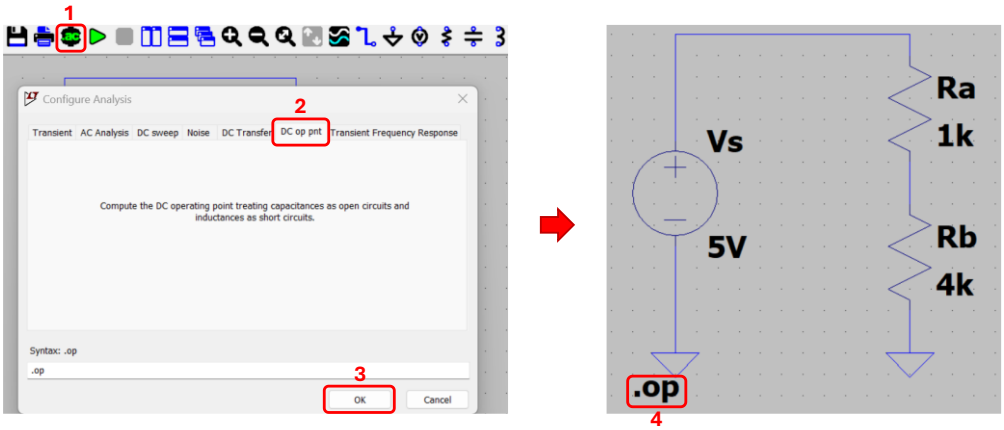

Figura 11. Configuración del análisis DC operating point
Un primer tipo de análisis de circuitos es el denominado *DC Operating Point* o punto de operación DC, el cual consiste en calcular los voltajes en los nodos y las corrientes en los componentes para el circuito dado, cuando se tienen fuentes con voltajes o corrientes constantes. Para configurar este tipo de análisis, de un click en el botón **'Configure Analysis (A)'** o presione la tecla **'A'**. A continuación, en la ventana que aparece, seleccione la pestaña **'DC op pnt'** y luego de un click en **'ok'**. El puntero del mouse se convierte en una etiqueta llamada **'.op'**. De un click sobre cualquier parte del esquemático para ubicar la etiqueta. La Figura 11 indica los pasos.